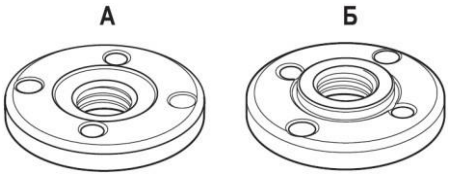

Рис. 3
3. Наденьте сверху на оснастку гайку крепления опорного фланца. Она имеет две стороны установки (Рис. 3): сторона А служит для установки дисков и кругов толщиной до 4 мм; сторона Б — для дисков и кругов толщиной свыше 4 мм (Рис. 4). Гайку следует устанавливать выбранной стороной к оснастке.